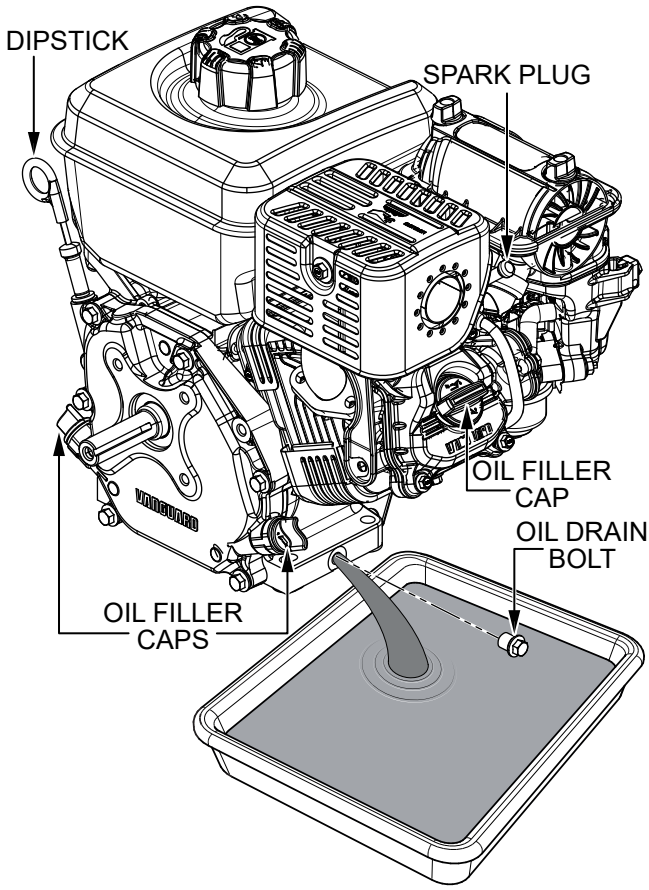

Figure 59. Draining Engine Oil
1. With the engine **OFF** but still warm, disconnect the spark plug wire and keep it away from the spark plug (Figure 59).
2. Remove the engine oil dipstick (Figure 59).
3. Remove one of the oil drain bolts (Figure 59) and allow the engine oil to drain into a suitable container.
5. Remove one of the oil filler caps (Figure 59) and fill with the recommended oil type listed in Table 5. For engine oil capacity, see Table 2. **DO NOT** overfill.